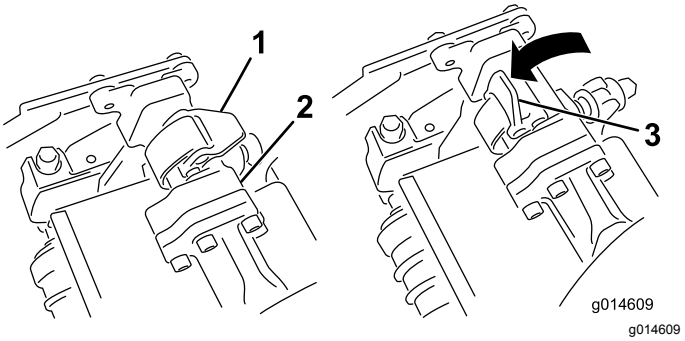
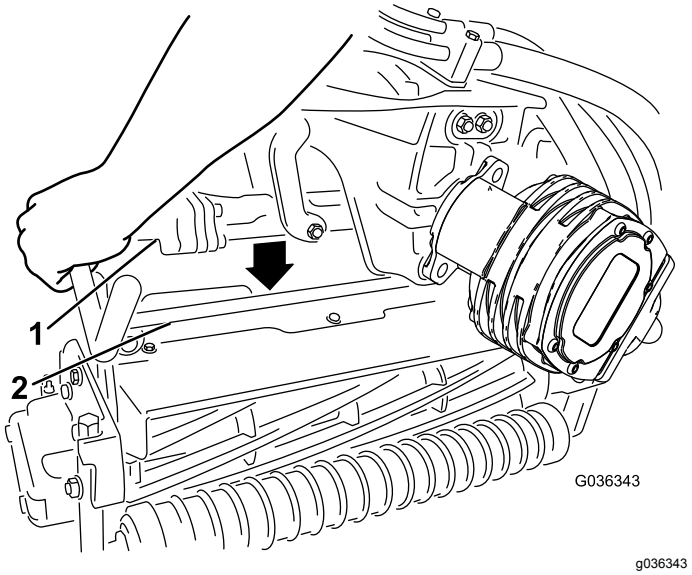

Rysunek 51
Rysunek 52
4. Gdy zapadki na pręcie ramienia podwieszonego skierowane są ku górze (tzn. gdy są otwarte) (Rysunek 51), popchnij ramię podwieszone w dół, tak aby pręt dopasował się do innego pręta w górnej części zespołu tnącego (Rysunek 52).
5. Zamknij zapadki wokół pręta zespołu tnącego, a następnie zablokuj je na swoim miejscu (Rysunek 51).
5. Otwórz zapadki na pręcie ramienia podwieszonego demontowanego zespołu tnącego (Rysunek 51).